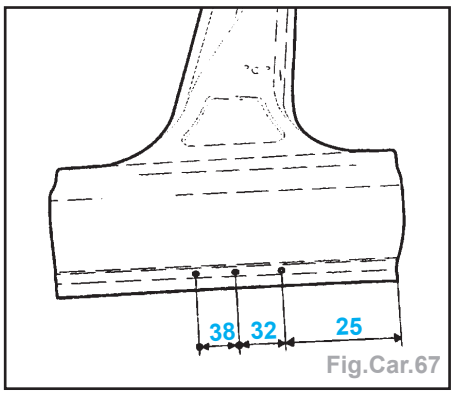

Fig.Car.67
- puis percer des trous de Ø 6,5 mm pour soudage ultérieur par points bouchons (Fig.Car.67),